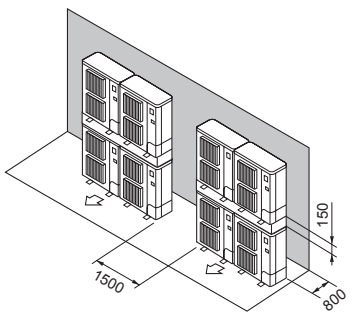

Fig. 2-19
⑦ Disposition pour appareils empilés (Fig. 2-19)